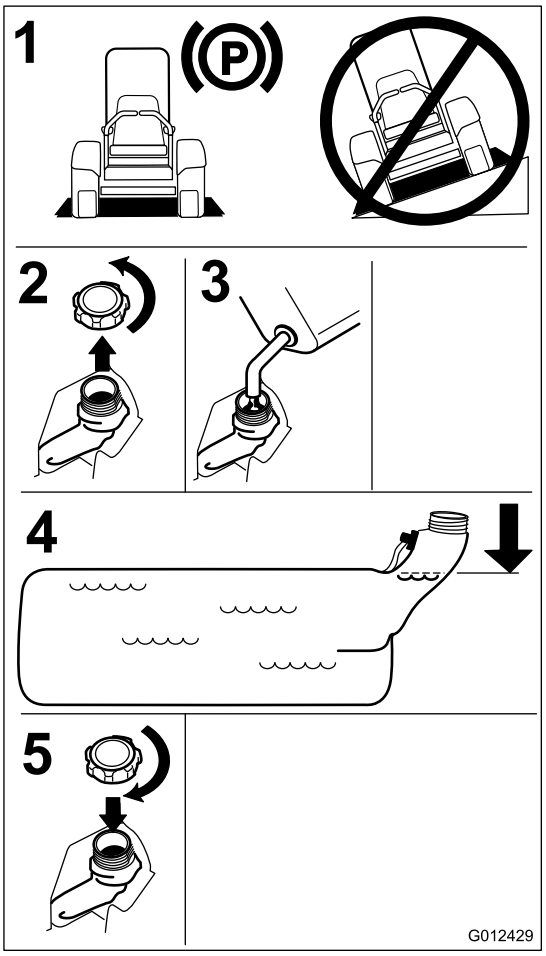

Figur 7
4. Fyll bränsletanken till påfyllningsrörets nedersta del. Kontrollera att det finns plats för bensinen att expandera i tanken (Figur 7).